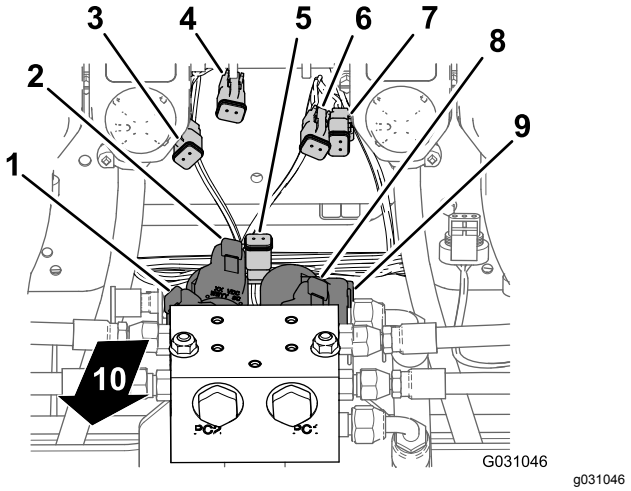
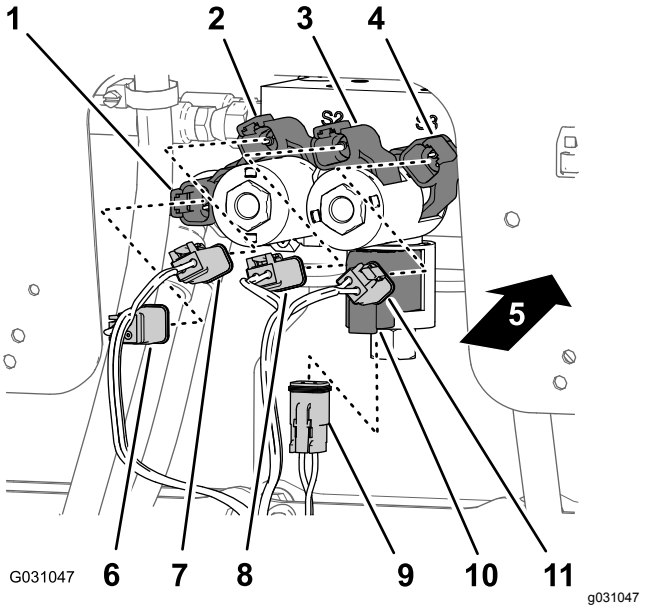

Figur 131
Figur 132
1. Längst ner på lyftcylinderns grenrör ansluter du kontakten med två uttag för det bakre kablage som är märkt **Enable Solenoid (Elektromagnet för aktivering)** i kontakten med två stift för elektromagnet för aktivering (Figur 131 och Figur 132).
2. Vid den högra nedre elektromagneten ansluter du kontakten med två uttag på det bakre kablaget som är märkt **Right Down** (höger ned) till kontakten med två stift på höger ned-elektromagneten (Figur 131 och Figur 132).
3. Vid den högra övre elektromagneten ansluter du kontakten med två uttag på det bakre kablaget som är märkt **Right Up** (höger upp) till kontakten med två stift på höger upp-elektromagneten (Figur 131 och Figur 132).
4. Vid den vänstra nedre elektromagneten ansluter du kontakten med två uttag på det bakre kablaget som är märkt **Left Down** (vänster ned) till kontakten med två stift på vänster ned-elektromagneten (Figur 131 och Figur 132).